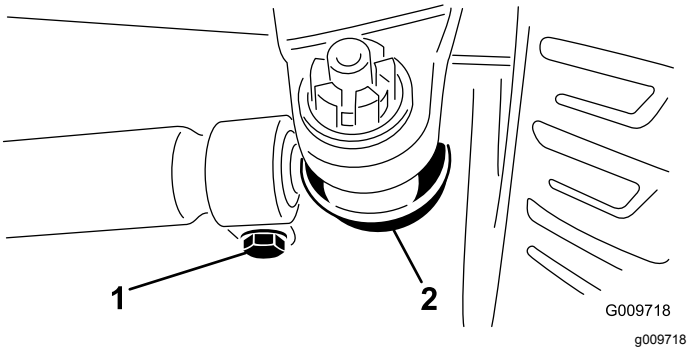

**Figur 71**
2. Justera genom att ta bort saxpinnen och muttern från varje kulled på dragstången (Figur 71), och avlägsna dragstångskulleden från stödet till axelhuset.
3. Lossa klämmorna på dragstängernas bägge ändar (Figur 71).
4. Vrid den lösgjorda kulleden inåt eller utåt ett (1) helt varv, och dra åt klämman i dragstångens lösa ände.